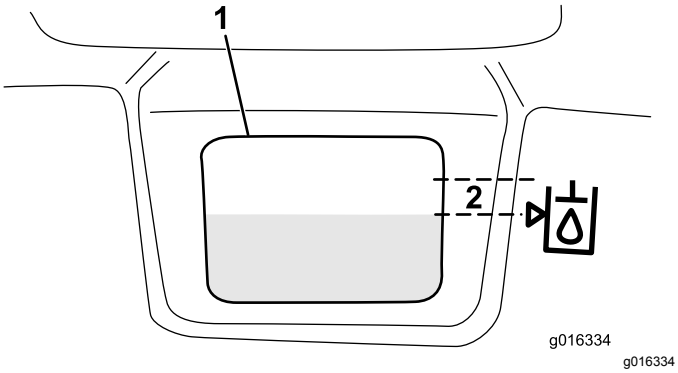

Rysunek 33
3. Powoli napełniaj zbiornik odpowiednim olejem hydraulicznym, aż jego poziom osiągnie poziom strzałki obok białego okienka z przodu zbiornika lub zbliży się do niego na mniej niż 6 mm (Rysunek 33). Nie przepełniaj zbiornika.